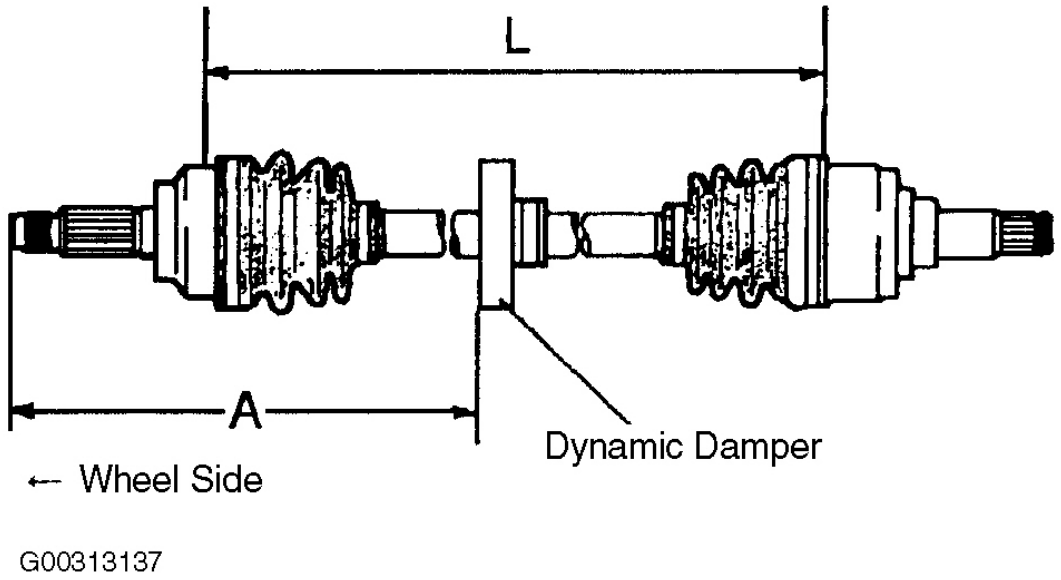

Fig. 23: Medición de eje Longitud del eje
7. Instalar el amortiguador dinámico. Mantener la articulación Birfield y el eje del eje en una línea recta, instalar el amortiguador dinámico en la misma dirección que se eliminó. Medir y posicionar correctamente el amortiguador dinámico. Ver **La Fig. 23** . Ver **LONGITUD EJE** mesa.
1. Antes de la instalación, medir la longitud adecuada del semieje. Ver **La Fig. 23** . Ver **LONGITUD EJE** mesa. Si el eje del eje no está dentro de la especificación puede haber un problema con la instalación de la junta CV. Vuelva a inspeccionar, reparar y ajustar árbol del eje hasta que la longitud está dentro de la especificación. Instalar un nuevo anillo de seguridad en la carcasa trípode.